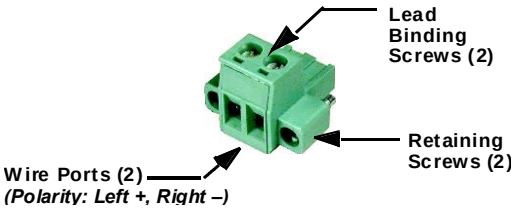

Figure 2-4. DC Power Connector (P/N 73-1194A39)
- The DC power connector (Figure 2-4) is keyed and can only be inserted one way.